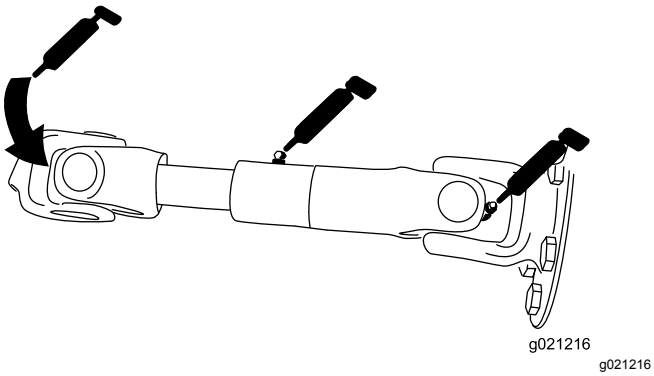

Figuur 74
- Pomp van aandrijfas (3) (Figuur 74)